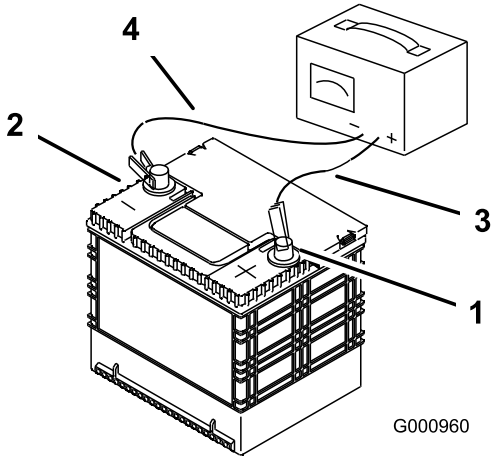

Figur 55
2. Når batteriet er helt oppladet, kobler du laderen fra strømuttaket, og deretter laderledningene fra batteripolene (Figur 55).